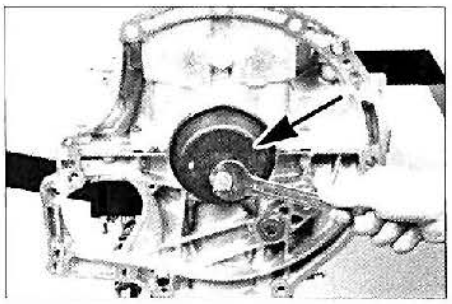

FIG. 65
• Colocar la junta de estanqueidad en el cigüeñal, lado volante motor, con el útil PSA 0194. M **(fig. 65)**